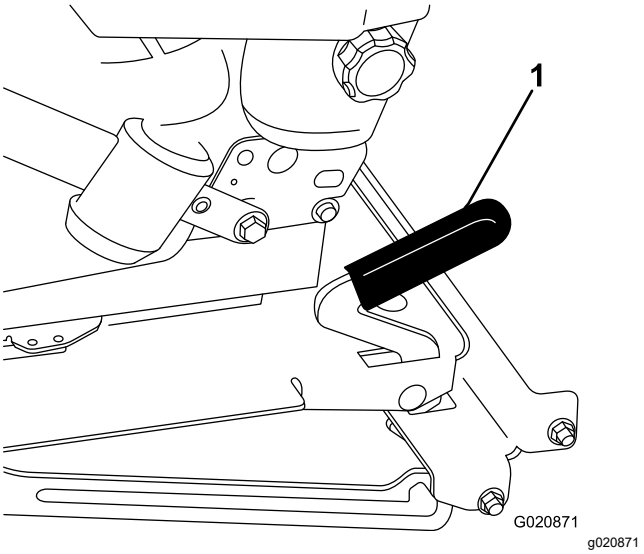

**Figuur 17**
2. Trek de stoelvergrendeling naar voren en til de stoel op om deze te ontgrendelen (Figuur 17).